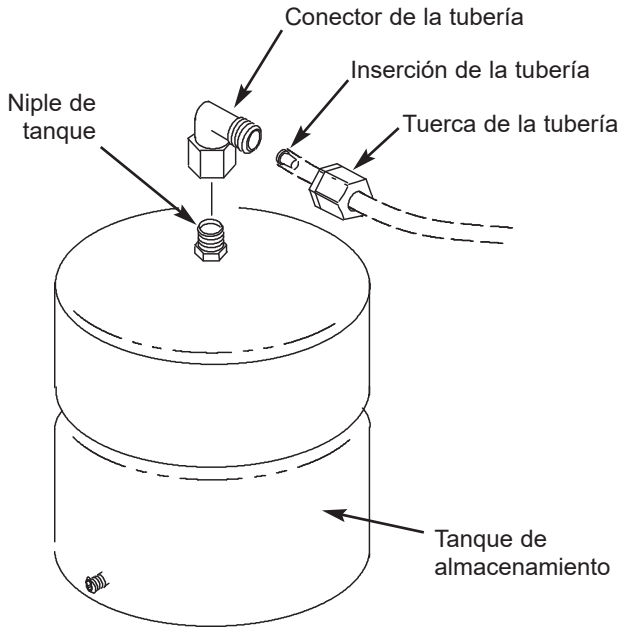

FIG. 13
1. Aplique cinta selladora (2 vueltas hacia la derecha) a las roscas en el niple que se encuentra en la parte superior del tanque. Vea la Fig. 13.
2. Ubique el conector de la tubería. Vea la Fig. 13. Dele lentamente al conector de la tubería en el niple del tanque unas 7 a 8 vueltas completas, para no torcer la rosca ni apretarlo excesivamente.